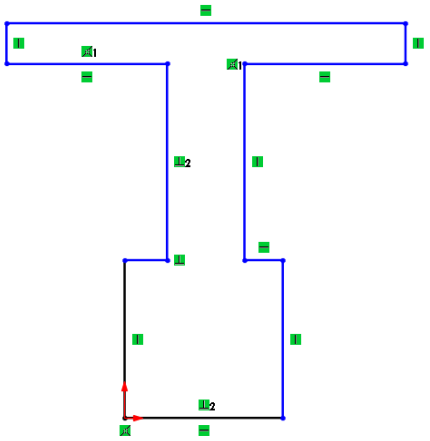

Figure 2-64 *Final sketch for Tutorial 1*
16. Move the line cursor vertically downward to the start point of the first line. Click when an orange circle is displayed; the final sketch for Tutorial 1 is created, as shown in Figure 2-64.
In Figure 2-64, the display of relations is turned on. To turn off the display of relations, choose the ***View Sketch Relations*** *button from the* ***Hide/Show Items*** *flyout in the* ***View (Head-Up)*** *toolbar.*